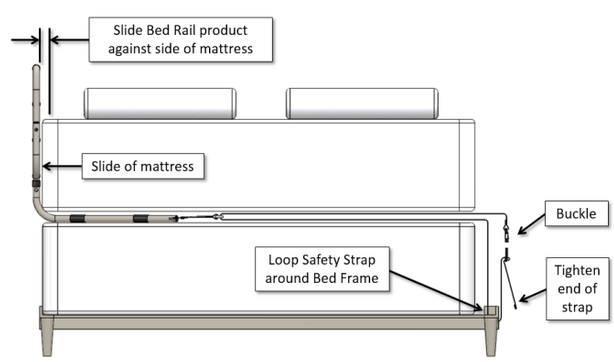

FIGURE 6
4. It is important that the Bedrail is secured to the Side of the mattress. The Safety Strap is looped around the Bed Frame on the opposite side of the bed, buckled, and tightened as show in Figure 6.